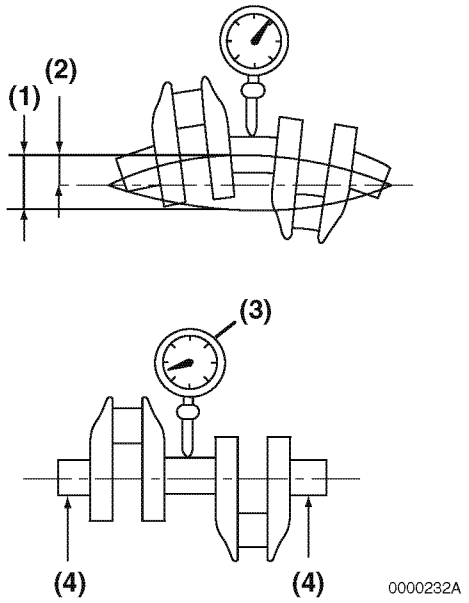

Figure 6-122
1. Place the crankshaft end journals **(Figure 6-122, (4))** on V-blocks.
2. Place a dial indicator **(Figure 6-122, (3))** on a center main bearing surface.